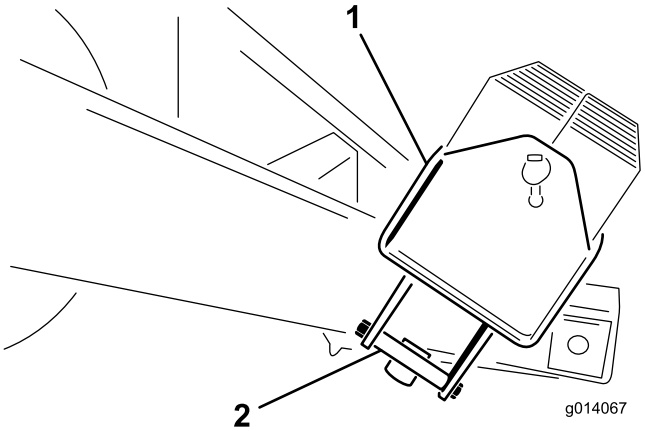

Rysunek 5
2. Usuń śruby 1/2 x 5-1/2 cala ze wspornika montażowego skrzyni wagowej. Wyrzuć wsporniki montażowe (Rysunek 5).